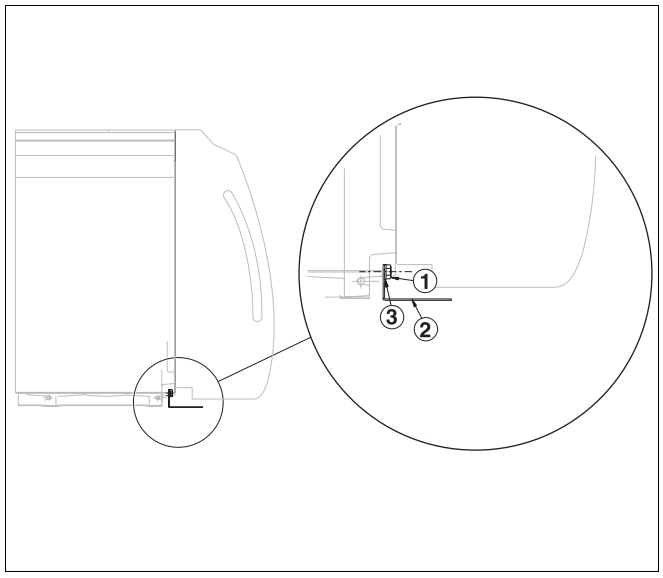

Rys. 5 Montaż kotła grzewczego na zasobnikowym podgrzewaczu c.w.u.
- Przyłożyć kątownik mocujący (rys. 5, **poz. 2**) do zagiętych zaczepów kątownika i lekko przykręcić do nóżek kotła śrubami M10 x 55 (rys. 5, **poz. 1** i **3**).